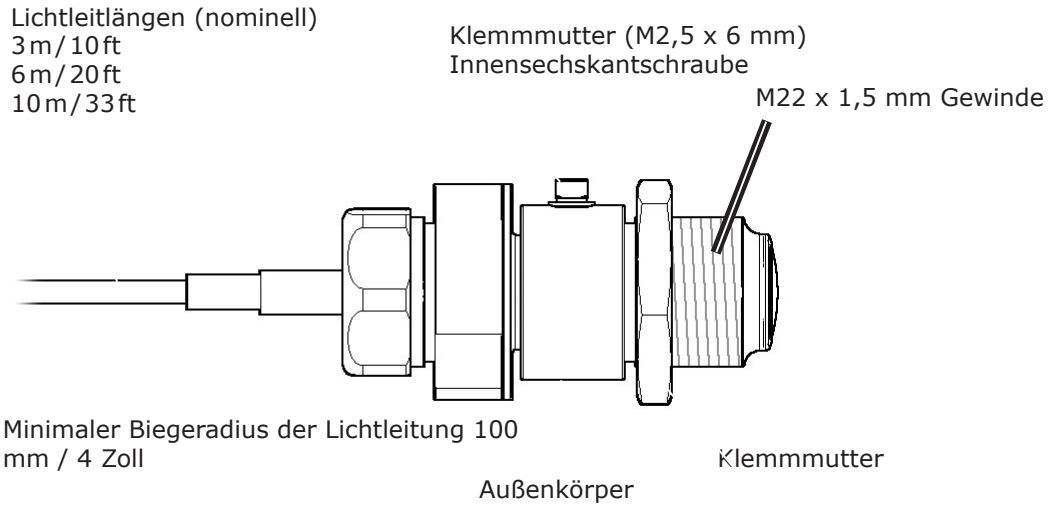

Fig. 2-3 SPOT+ Fibre-optic thermometer optic head installation dimensions
2) Siehe Abb. 2-3. Schrauben Sie die Klemmmutter am optischen Kopf ab.
1) Um den Fokus einzustellen, lösen Sie die M2,5-Klemmmutter am Außenkörper des optischen Kopfes (siehe Abb. 2-3).